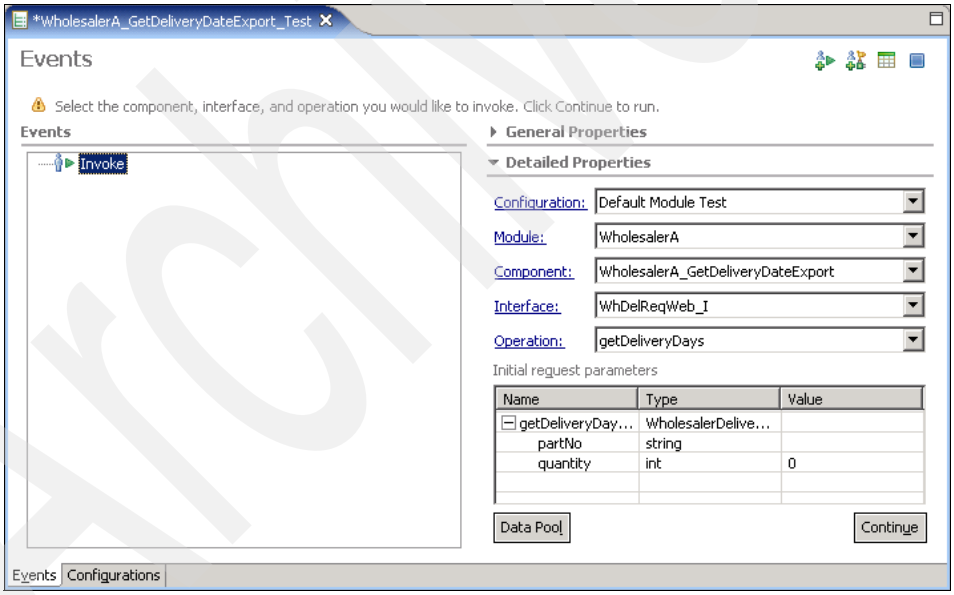

Figure A-76 Integration Test Client
3. In the Integration Test Client, as shown in Figure A-76, notice that the WholesalerA_GetDeliveryDateExport component, and the getDeliveryDays operation are both selected. Click the **Configurations** tab.